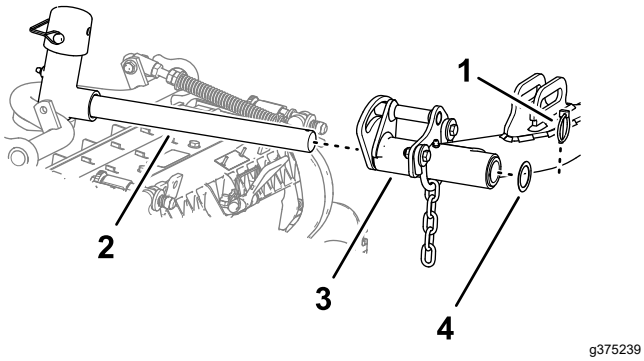

Figuur 29
5. Schuif een maai-eenheid onder de hefarm (Figuur 29).